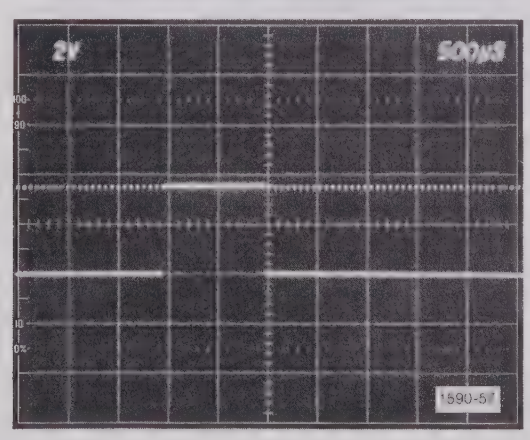

Fig. 6-12. Blanking pulse.
a. Observe the Test Oscilloscope delayed sweep. Using the Delay Time Multiplier (DTM), align the end of the blanking pulse with the graticule centerline (Fig. 6-12) (about 3.20 DTM reading).